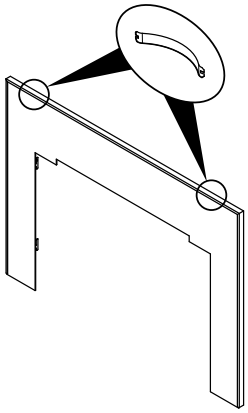

Figure 21.3
5. Installez deux ressorts d'acier sur le haut de chaque côté et entre l'encadrement mat et la trousse de garniture assemblée, comme indiqué à la **Figure 21.3**.